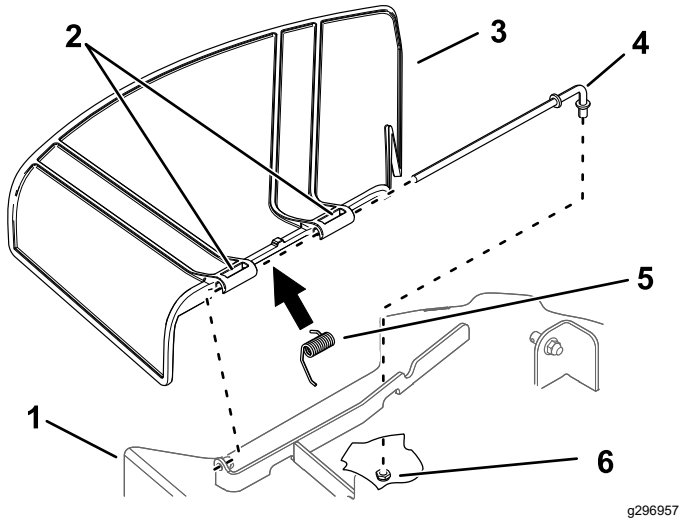

Figuur 75
1. Verwijder de moer (⅜") van de stang onder het maaidek (Figuur 75).
2. Schuif de stang uit de korte afstandhouder, veer en grasgeleider (Figuur 75).
4. Monteer de grasgeleider (Figuur 75).
7. Schuif de stang door de tweede beugel van de grasgeleider (Figuur 75).
9. Bevestig de achterzijde van de stang aan de maaier met een moer (⅜"), zoals geïllustreerd in Figuur 75.